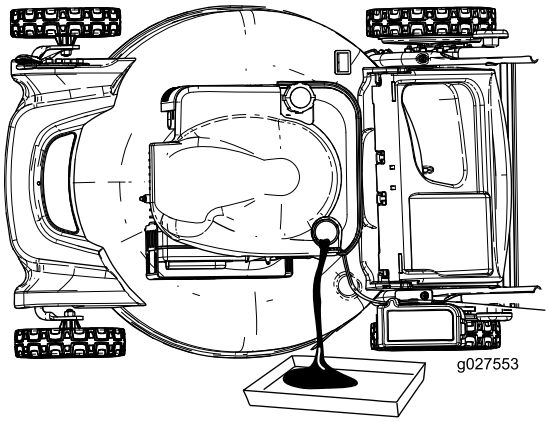

Figuur 24
7. Kantel de machine op zijn kant met de vulbuis omlaag om de gebruikte olie langs de vulbuis te laten uitlopen in een bak (Figuur 24).